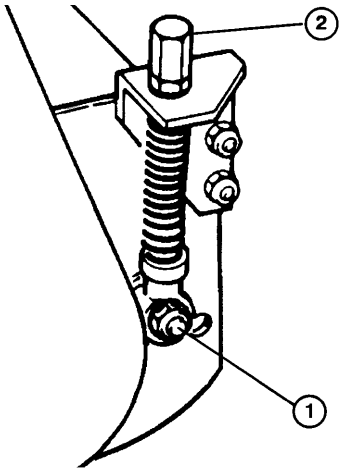

Figure 1
B. Si aucun contact n'est apparent, tourner l'écrou de blocage sur chaque vis de réglage (Fig. 1). Tourner ensuite la molette de chaque vis de réglage de manière identique jusqu'à ce qu'un léger contact soit senti et entendu.
1. Bloquer chaque unité de coupe en position fixe (se reporter à “Orientation de l'unité de coupe”, Fig.1). Procéder aux réglages cylindre/contre-lame et de hauteur de coupe.